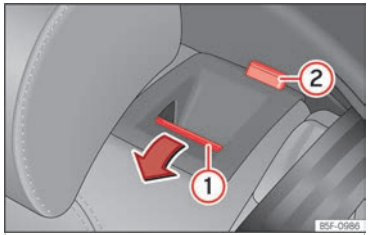

Fig. 96 Asiento trasero: abatir el respaldo.
- Pulse la tecla de desbloqueo ››› fig. 96 ① hacia delante y, al mismo tiempo, abata el respaldo. El respaldo trasero está desbloqueado cuando se ve una marca roja en la tecla ②.